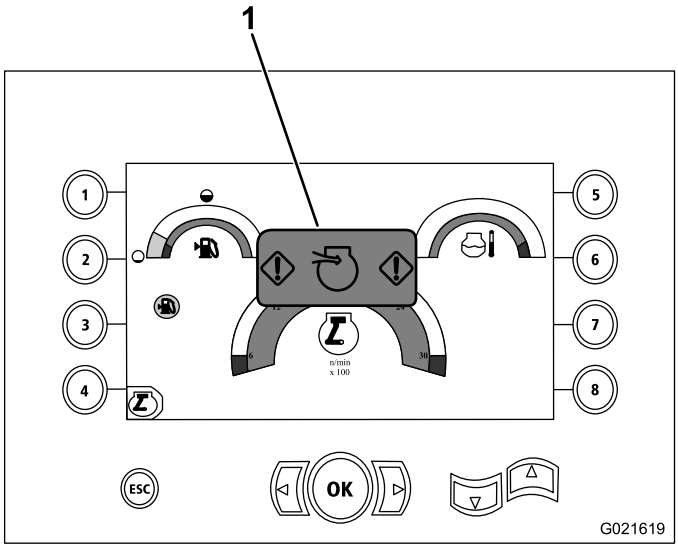

Figure 116
2. Vérifiez le témoin de colmatage du filtre à air sur l'affichage, comme montré à la Figure 116.